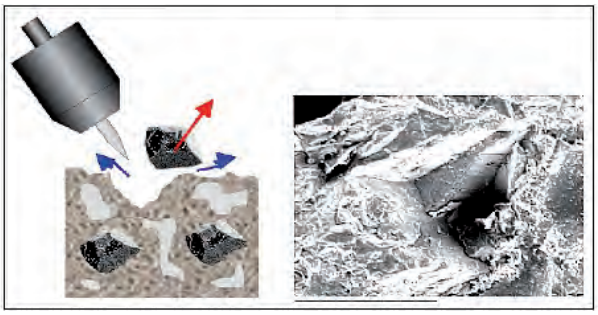

Fig 2. Principio del ensayo de Dureza. Arranque de grano de una muela. Huella de grano desalojado de una matriz de Resina.
2. En la Fig 2, réplica del durómetro Diskus, construído en 1942, por G. Nussbaum Christmann.